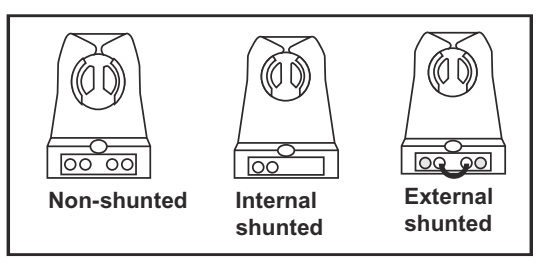

Figure 1.-Lampholder Type
7. Identify what type of lampholders are in fixture **(Figure 1)**, If exsiting lampholder is internally shunted, then replace with new non-shunted lampholder. If lampholder is shunted with a jumper wire**(Figure 2),**remove wire to convert into non-shunted.